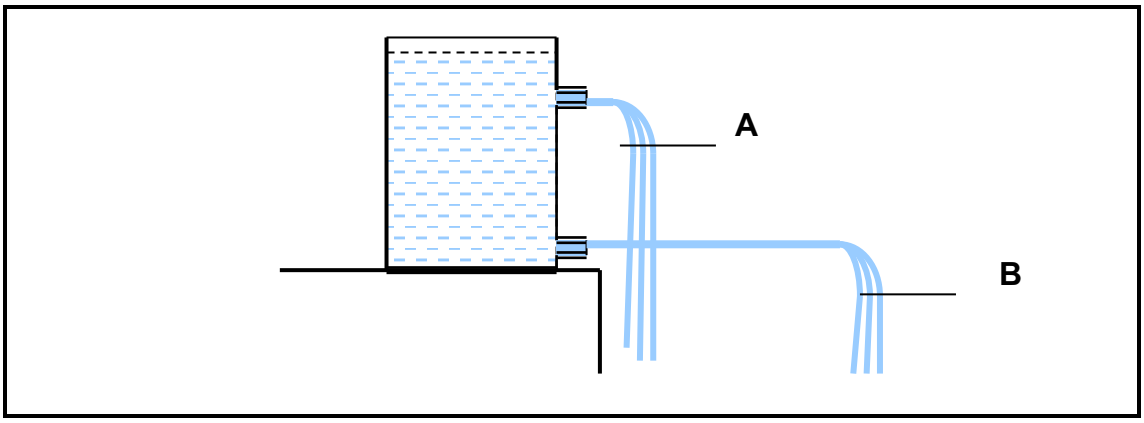

FIGURE 2
Explain why there is a pressure difference in the outlets of the water tank as shown in FIGURE 2. (4)